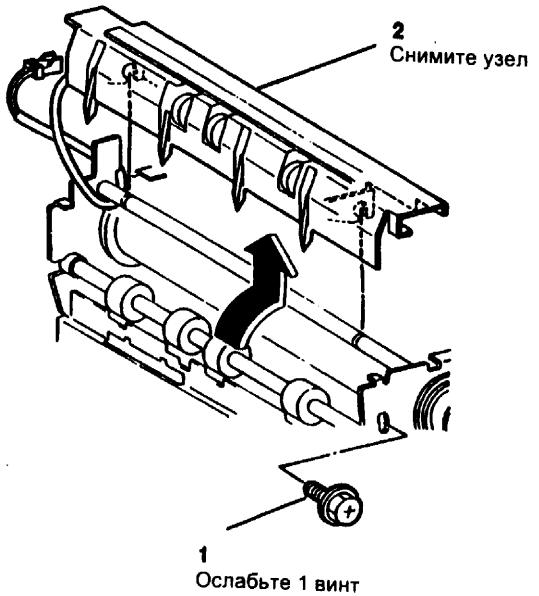

Рис. 2 Снятие узла выходного крепления
6. (Рис. 2) Снимите узел выходного крепления.